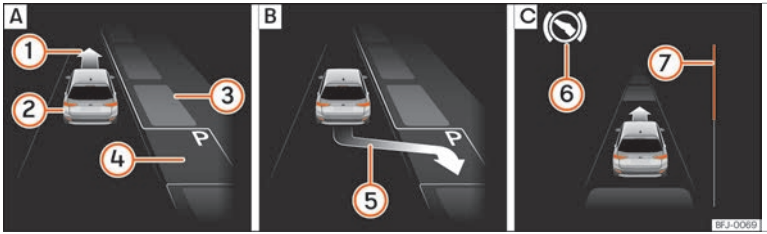
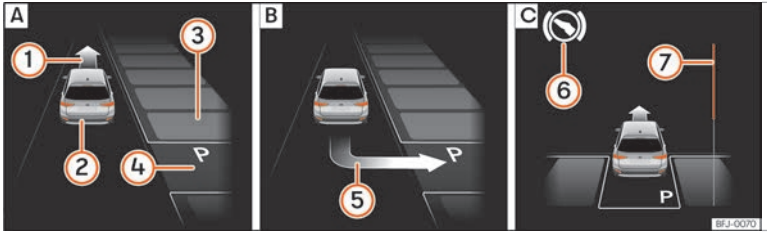

Fig. 282 En la pantalla del cuadro de instrumentos: aparcar en línea. A Buscar un hueco de aparcamiento. B Posición para aparcar. C Maniobrar.
Fig. 283 En la pantalla del cuadro de instrumentos: aparcar en batería. A Buscar un hueco de aparcamiento. B Posición para aparcar. C Maniobrar.
Leyenda de la fig. 282 y fig. 283:
La barra de progreso ››› fig. 282 7 y ››› fig. 283 7 muestra simbólicamente en la pantalla del cuadro de instrumentos la distancia relativa que aún queda por recorrer. Cuanto mayor es la distancia, más llena está la barra de progreso. Al circular marcha adelante, el contenido de la barra de progreso disminuye hacia arriba, y al circular marcha atrás, disminuye hacia abajo.
2.	Mire en la visualización de la pantalla del cuadro de instrumentos si se ha detectado el hueco como "apropiado" y si ha alcanzado la posición correcta para aparcar ››› fig. 282 B o ››› fig. 283 B.
O BIEN: retroceda hasta que en la pantalla del cuadro de instrumentos aparezca la indicación de dar marcha adelante ››› fig. 282 C o ››› fig. 283 C.
El sistema de aparcamiento asistido dirige el vehículo marcha adelante y marcha atrás hasta centrarlo en el hueco ››› fig. 282 C o ››› fig. 283 C.